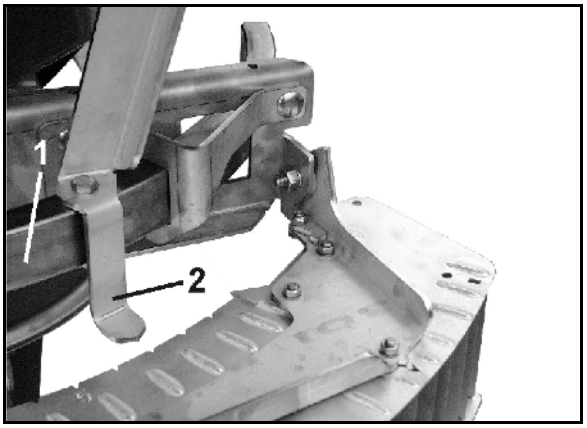

**Rys. 78**
2. Ekran wysiewu granicznego przesunąć na kabłąku prowadzącym (Rys. 78/1) tak daleko, aż wskazówka (Rys. 78/2) ustawiona będzie na wartości wybranej z tabeli wysiewu (Rys. 76).